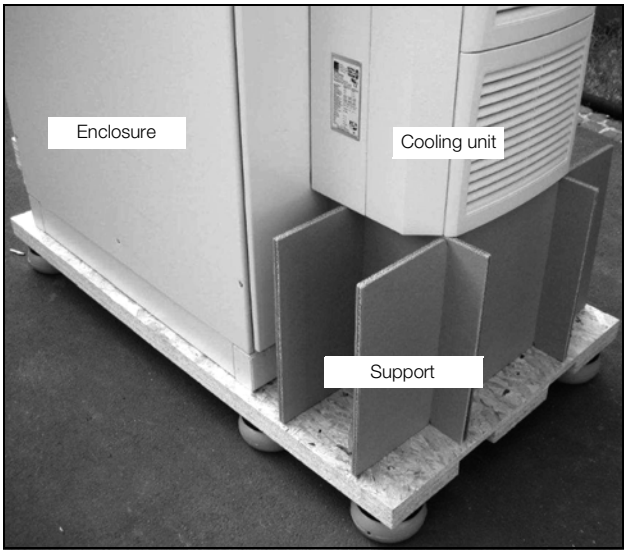

Fig. 1: Transporting an enclosure/cooling unit combination
– Shipping braces must be used when transporting a unit that has already been mounted (on the enclosure). A wooden structure made from square timbers or boards to support the cooling unit at the bottom (see fig. 1) is suitable for this purpose. The pallet should be big enough to prevent the enclosure and cooling unit overturning. If the cooling unit is mounted on a door, ensure the door is kept closed during transport.